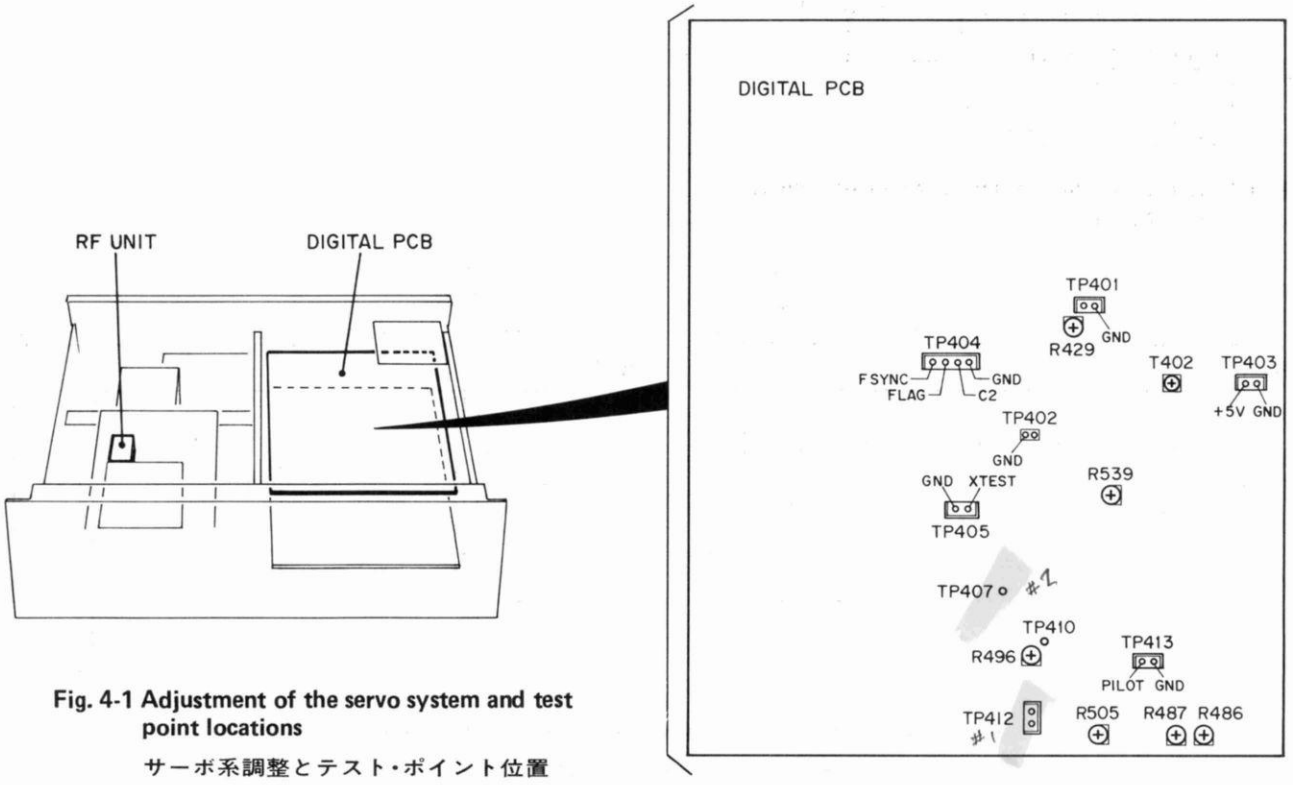

Fig. 4-1 Adjustment of the servo system and test point locations
3. Connect CH1 of the oscilloscope to TP412 (ENV) on the digital PCB and CH2 to TP407 (SWH) (Fig. 4-1), then adjust the height of the guide roller while observing the envelope of the RF signal.
3．オシロスコープのCH1 をデジタルＰＣＢの TP412(ENV) に，CH2 をTP407(SWH)（図4-1 ）に接続し，ＲＦ信号のエンベロープを観測しながら，ガイド・ローラーの高さを調整する．
***PCB to be adjusted: Digital PCB (Fig. 4-1)**